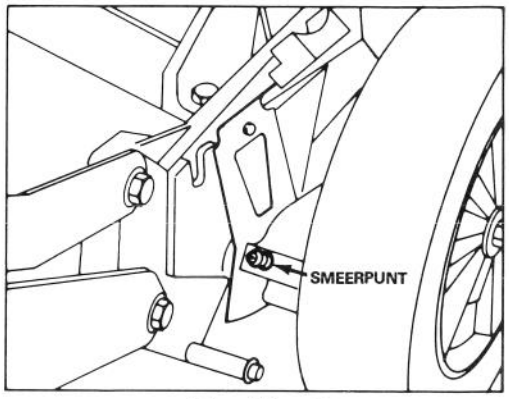

Afbeelding 23
2. Zet bij de zelfrijdende modellen de maaihoogtehefbomen van de achterwielen op "C". Veeg de smeerpunten met een schone doek af (Afb. 23). Zet de vetspuit op de punten en pomp een keer zachtjes. Gebruik #2 Multi-Purpose Lithium Base smeerolie. Te hoge druk kan de pakkingszegels beschadigen.